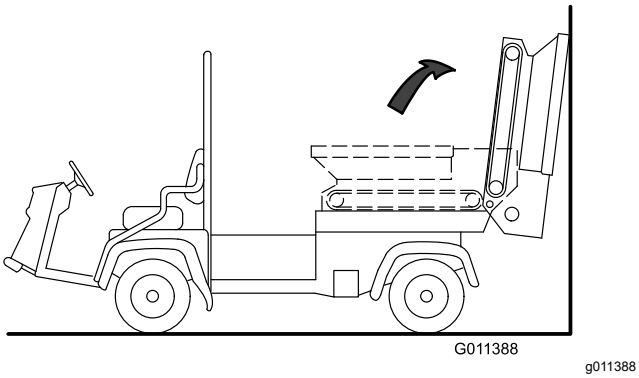

Figur 32
3. Sväng tråget bakåt och luta det mot en vägg, stolpe, stege osv. (Figur 32).
Se till att du svänger tråget förbi mittpunkten och/eller fäster det vid en vägg eller stolpe så att det inte av misstag faller på arbetsytan (Figur 32).
3. Vrid försiktigt ned tråget på glidflaksskenorna. Se Figur 32 av Demontera glidflaket (sida 22).